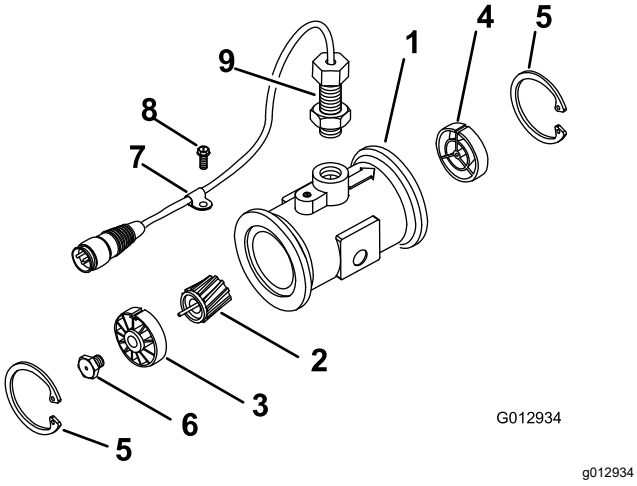

Figur 66
3. Fjern låseringen fra opstrømssiden (Figur 66).